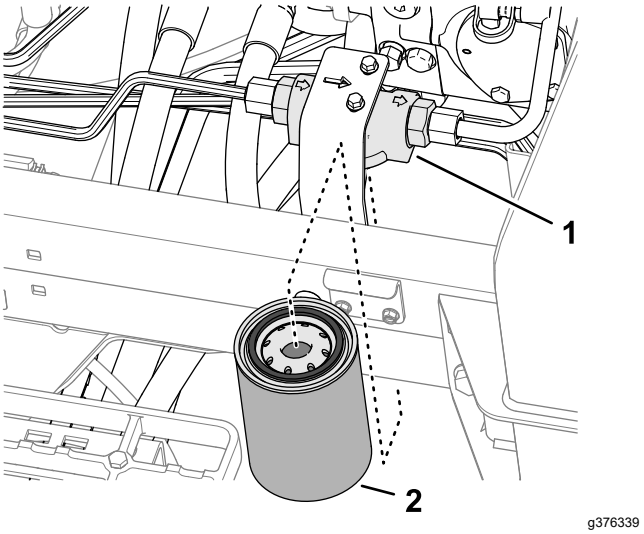

Figura 146
3. În partea stângă a mainii, aezai o tavă de golire sub filtrul de încărcare (Figura 146).